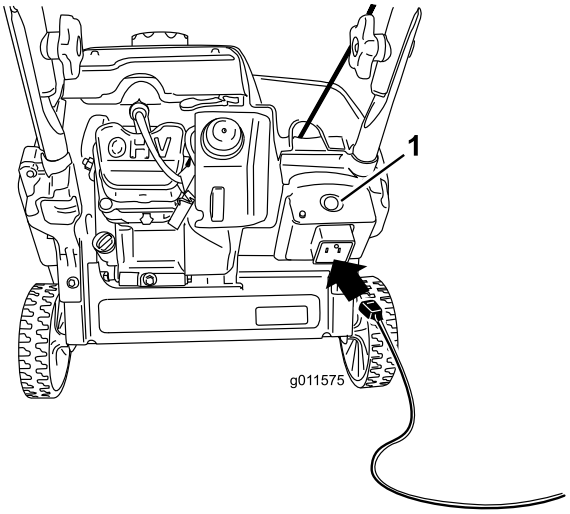
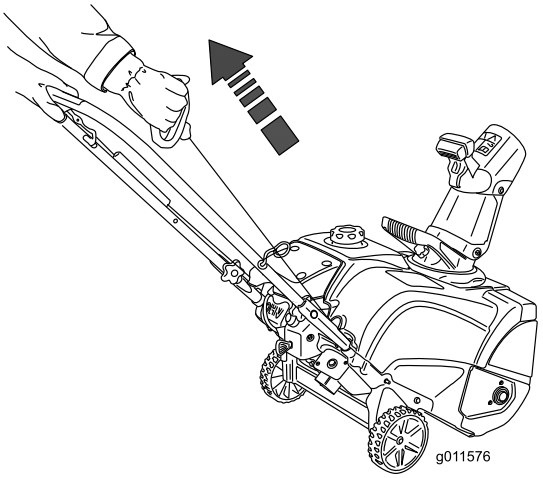

Figur 18
Figur 19
4. Koble en skjøteledning til et strømuttak og snøfresen, og trykk på den elektriske start-knappen (Figur 18), eller trekk i tilbakespolingsstarteren (Figur 19).